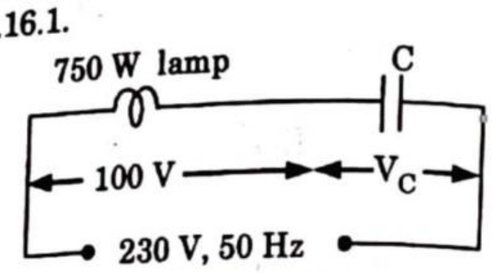

Fig. 2.16.1.
1. Let pure capacitor C farads be connected in series with the lamp, as shown in Fig. 2.16.1.